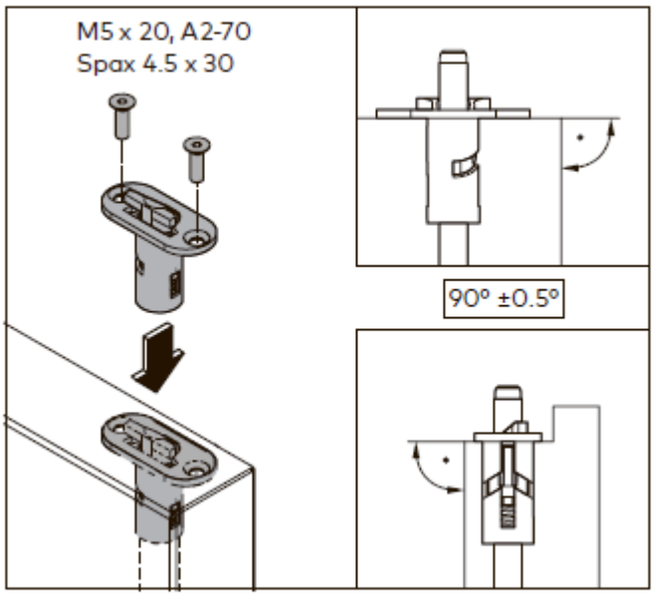

Рис. 49 Установка переключателя замка
12. Установите переключатель замка в верхней части пассивной дверной створки, чтобы наклонная поверхность смотрела на дверную раму (рис. 49).
8. Снова установите переключатель замка в верхней части пассивной створки, чтобы наклонная поверхность смотрела на дверную раму (рис. 49).